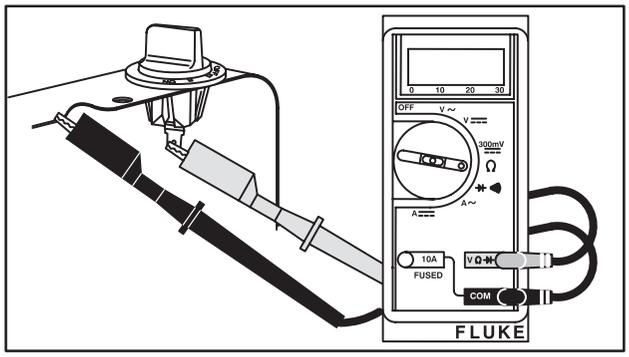

Fig. 107 – CHECKING ROTARY STOP SWITCH
2. Using Tool #19357, Digital Multimeter, set meter to ohms (Ω) and connect test leads to blower housing and to stop switch terminal, Fig. 107.